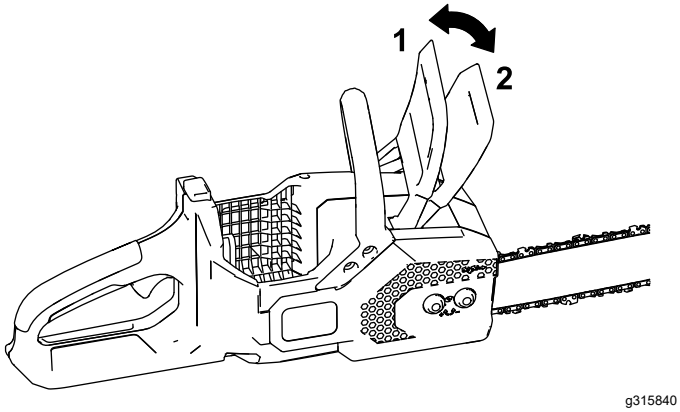

Figur 25
1. Aktivera kedjebromsen genom att föra den framåt till läget STOP (Figur 25).
4. Avaktivera kedjebromsen genom att föra den bakåt till DRIFT-läget (Figur 25).
4. Kontrollera att kedjebromsen är i DRIFTLÄGET (Figur 25).